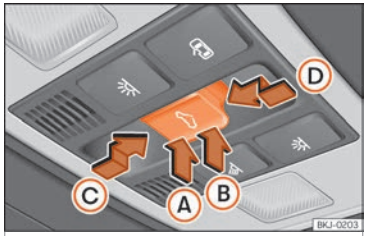

Fig. 141 No revestimento interior do teto: botão do teto de vidro.
O botão ⌓ ››› **Fig. 141** tem dois níveis. No primeiro nível pode colocar-se o teto na posição defletora, abrir ou fechar total ou parcialmente.
- Antes que decorram aproximadamente 5 segundos desde a ativação da função antientalamento, pressione o botão ⌓ ››› Fig. 141 até ao segundo nível no sentido da seta ››› Fig. 141 Ⓓ até que o teto se feche completamente.